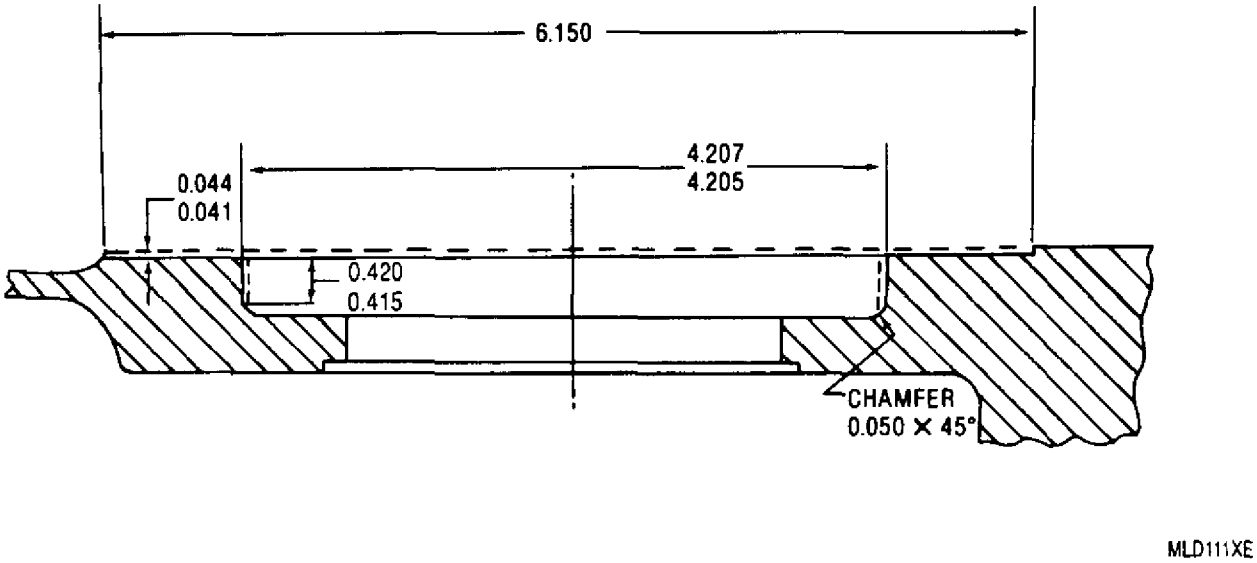

Figure 6. Starter Pad Machining Dimensions
12. Starter and Hydraulic Pump Pad − Flange Repair. (figures 6 and 7)
b. Machine pad ID and face of housing to dimensions in figure 6. Pad ID shall provide a 0.0005 − 0.0015 in. tight fit with service repair flange.